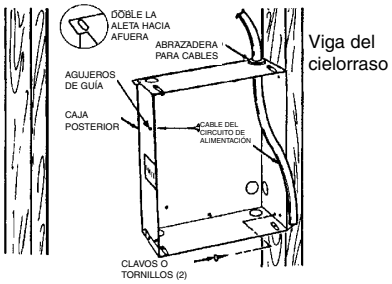

Figura 1
1. Determine cuál de los lados de la caja posterior va a montarse contra una viga, y doble las aletas de los ángulos posteriores 90 grados hacia afuera, de manera que la caja quede escuadrada con la viga después de la instalación (vea la Figura 1).
3. Posicione la caja posterior contra un lado de la viga, y asegúrela mediante clavos o tornillos, como se muestra en la Figura 1.
NOTA: en los lados de la caja posterior se han provisto agujeros de guía para tornillos para chapa Nº 8. Después de haber terminado la pared o el cielorraso, inserte un tornillo para chapa M4 (Nº 8) (longitud recomendada: 25 mm / 1”) a través del lado de la caja que no está montado en la viga. Esto impedirá que la caja salga hacia afuera cuando se instale el conjunto del calefactor. (Vea la Figura 1).